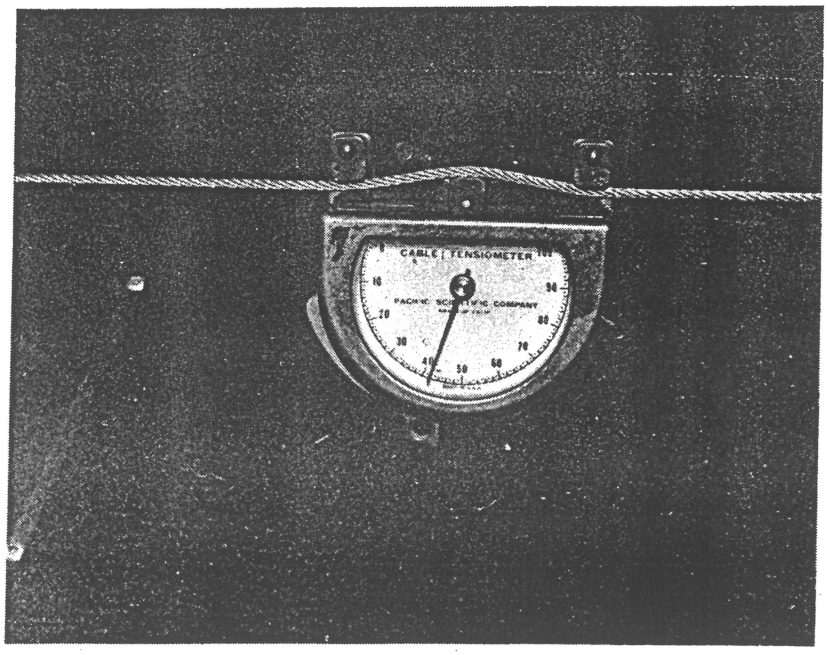

FIGURE 5-12.
d. Set tension. (See Table 5-1 and Figure 5-12) Tension may be set up by placing main rudder cables forward connections in various locations on adjustment plates. (See Figure 5-2)